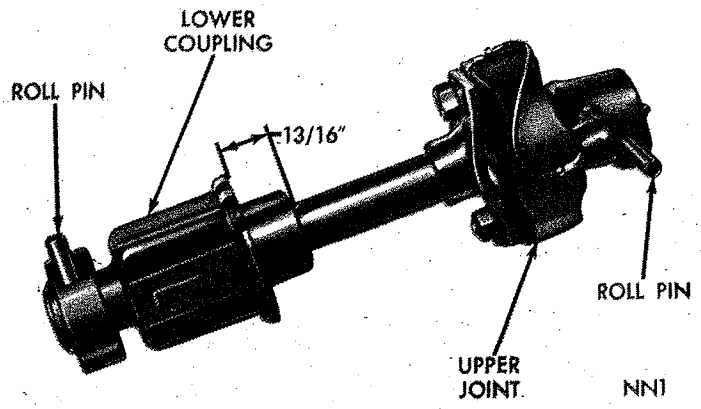

***Fig. 17—Positioning Steering Shaft Coupling (Fury Models)***
**Fury Models:** Move column assembly up or down in instrument panel bracket so dimension between top of the coupling and center of gauge hole (Fig. 17) is 13/16 inch. Tighten steering column bracket clamp screws securely.
(6) Attach finish plate to bottom of the instrument panel. Align and attach floor plate to the floor pan. Install turn signal lever.
(7) With master splines in steering wheel hub and steering shaft aligned, place steering wheel on the steering shaft. Install retaining nut and washer, tighten nut to 24 foot-pounds.